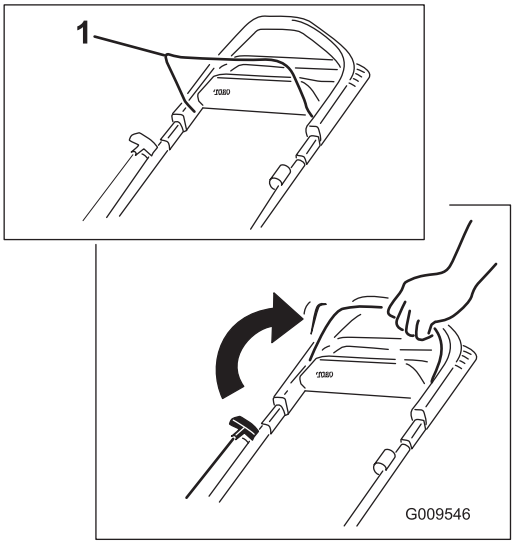

Figure 17
1. Maintenez la barre de commande de la lame contre le guidon (Figure 17).